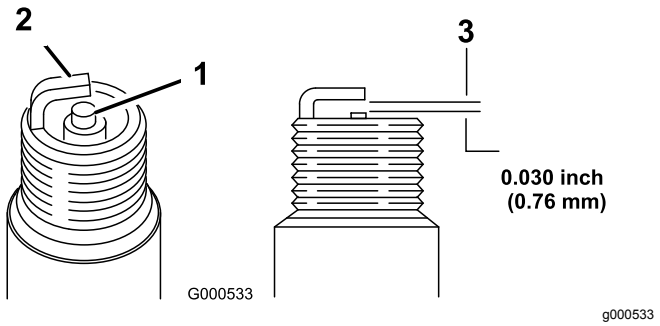

Figur 40
1. Se på midten av tennpluggene (Figur 40).
2. Kontroller mellomrommet mellom midten og siden på elektrodene (Figur 40) og bøy